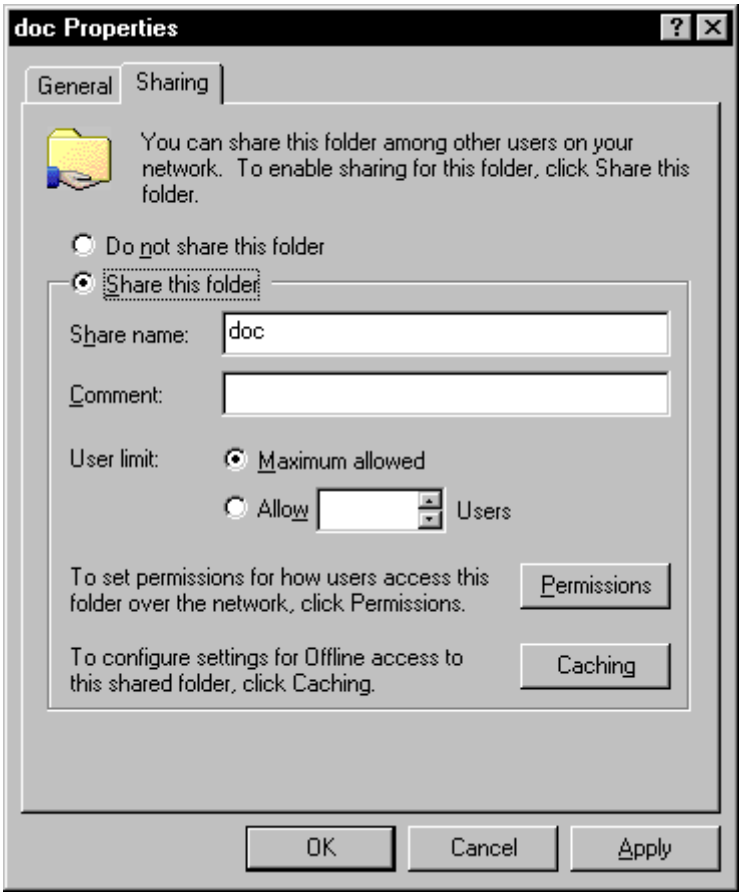

**Figure 12-2**
2. Right-click the **doc** folder. Select **Sharing** from the drop-down menu. The Sharing tab on the doc properties dialog box is displayed, Figure 12-2.